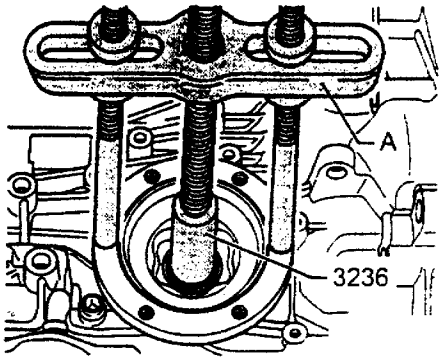

图 3－123
④压入工具 3323。
⑤拉头（例如 Kukko18/1）。
(2) 拆卸
①当汽车车轮着地时，仅松开传动轴/车轮毂的螺母和车轮螺栓。
②拆下车轮。
③拆下右侧传动轴的隔热板。
④拆下传动轴。
⑤用螺丝刀穿刺和撬开盖板的中心，把它拆下。
⑥将容器放在变速器下面。
⑦拆下传动法兰卡环。
⑧如图 3－123 所示，用拉头（例如 Kukko18/1）拔出传动法兰。